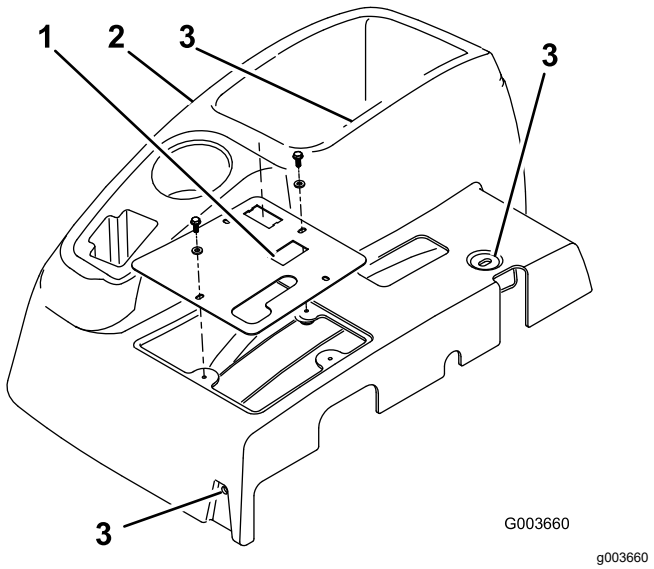

Figura 1
3. Îndepărtați cele 4 șaibe și șuruburi care fixează panoul de comandă pe consolă (Figura 1).
5. Îndepărtați panoul de comandă (Figura 1).
6. Îndepărtați cele 3 șuruburi care fixează consola pe cadru (Figura 1). Îndepărtați consola ridicând ușor marginea inferioară a acesteia de lângă suport și glisând-o în sus, peste maneta frânei.